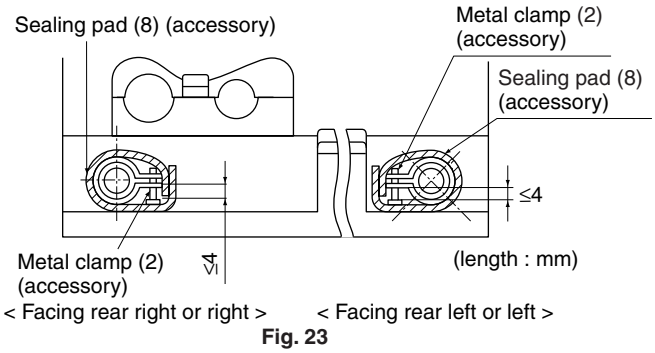

Fig. 23
Tighten the metal clamp until the screw head is less than 4 mm from the hose. **(Refer to Fig. 23)**
- Wrap the sealing pad (8) (accessory) over the clamp and drain hose to insulate. **(Refer to Fig. 23)**